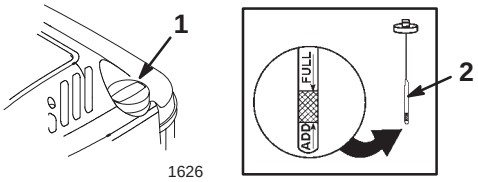

Figur 7
Se till att oljenivån ligger mellan markeringarna Add (Lägg till) och Full på oljestickan, varje gång innan gräsklipparen används (figur 7).
2. Gör rent runt oljestickan (figur 7).
6. Läs av nivån på oljestickan (figur 7).